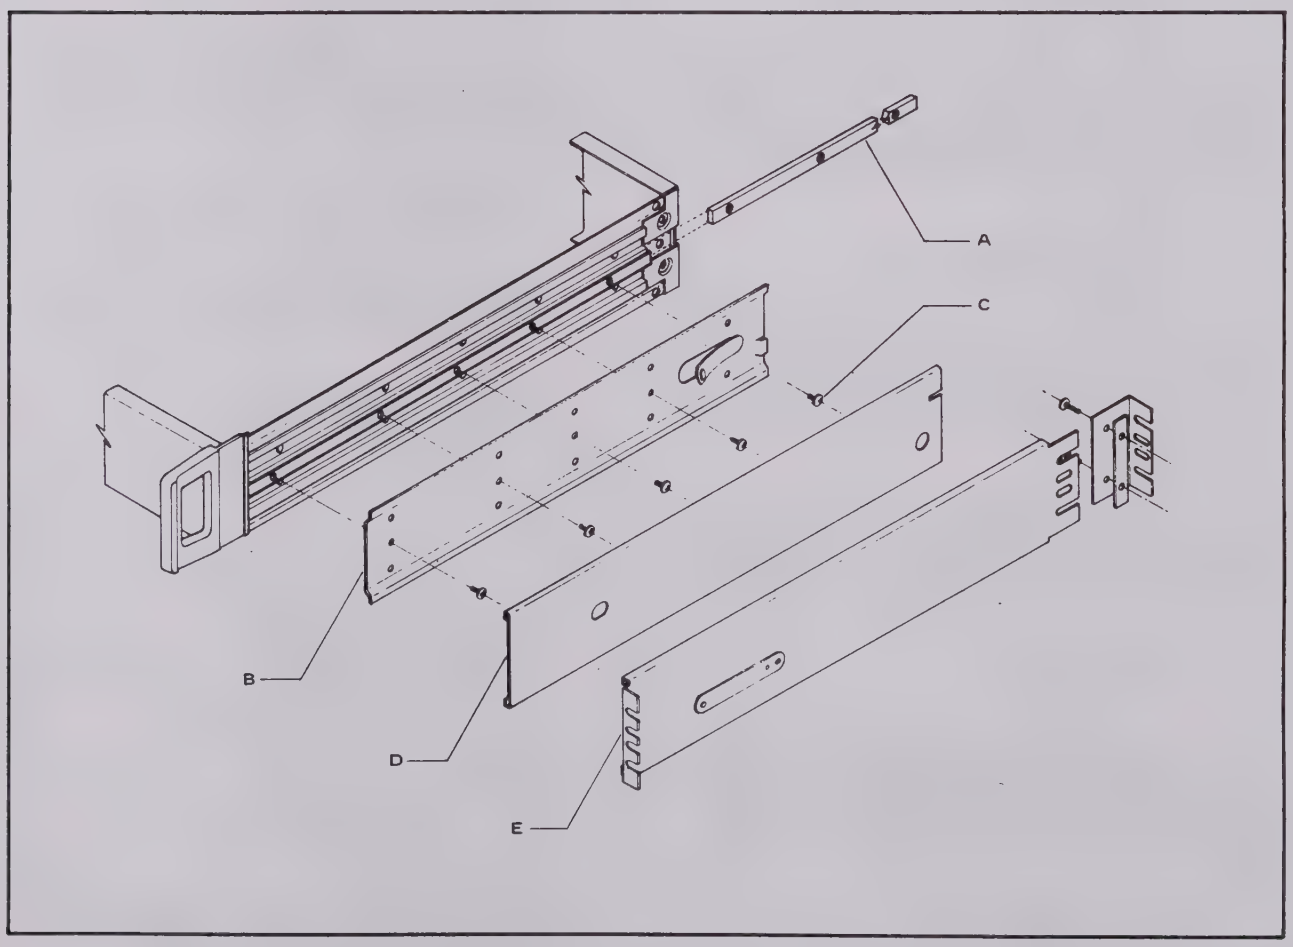

Figure 2-2. CHASSIS SLIDE INSTALLATION (M00-280-610)
g. Slide the spacer (A) shown in Figure 2-2 into the center section of each side panel until the tapped holes are aligned with the holes in the side panels.
k. Attach the chassis section (B) to the side panels with the screws (C) provided in the kit.
l. Install the cabinet sections (E) and center sections (D) in equipment rack. The extension angle brackets, which are part of Section (E), are mounted at the rear of the cabinet.
m. Slide the center sections (D) toward the front of the cabinet until they lock in place.
n. Depress the spring locks on the chassis sections (B) and insert the synthesizer between the extended center sections (D) on the cabinet.